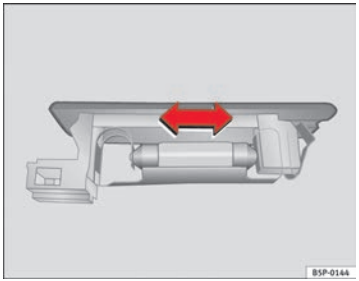

Fig. 200 Luggage compartment light
– Press the bulb sideways and remove it from the housing ⇒ page 280, fig. 200. ■